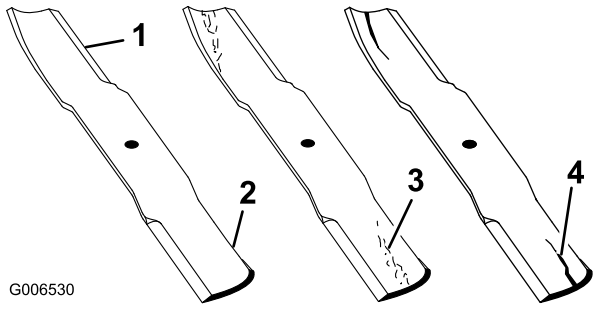

Figur 78
1. Kontrollera eggarna (Figur 78). Om eggarna är slöa eller har hack ska knivarna tas bort och slipas. Se Slipa knivarna.
2. Kontrollera knivarna, speciellt den böjda delen. Montera omedelbart en ny kniv om du upptäcker sprickor, slitage eller spårbildning i detta område (Figur 78).